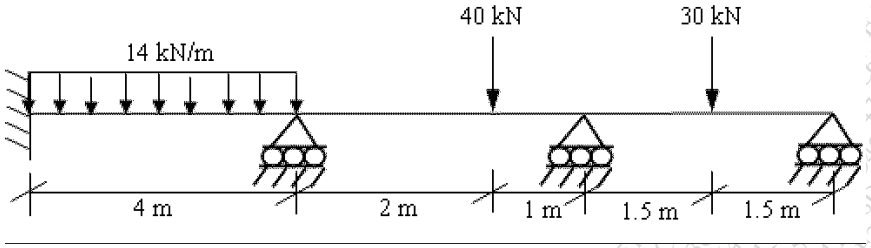

Figure 7
Q. 5 Analyse the beam as shown in figure 7 using Moment Distribution method and hence draw SFD and BMD. **L 4** **12**